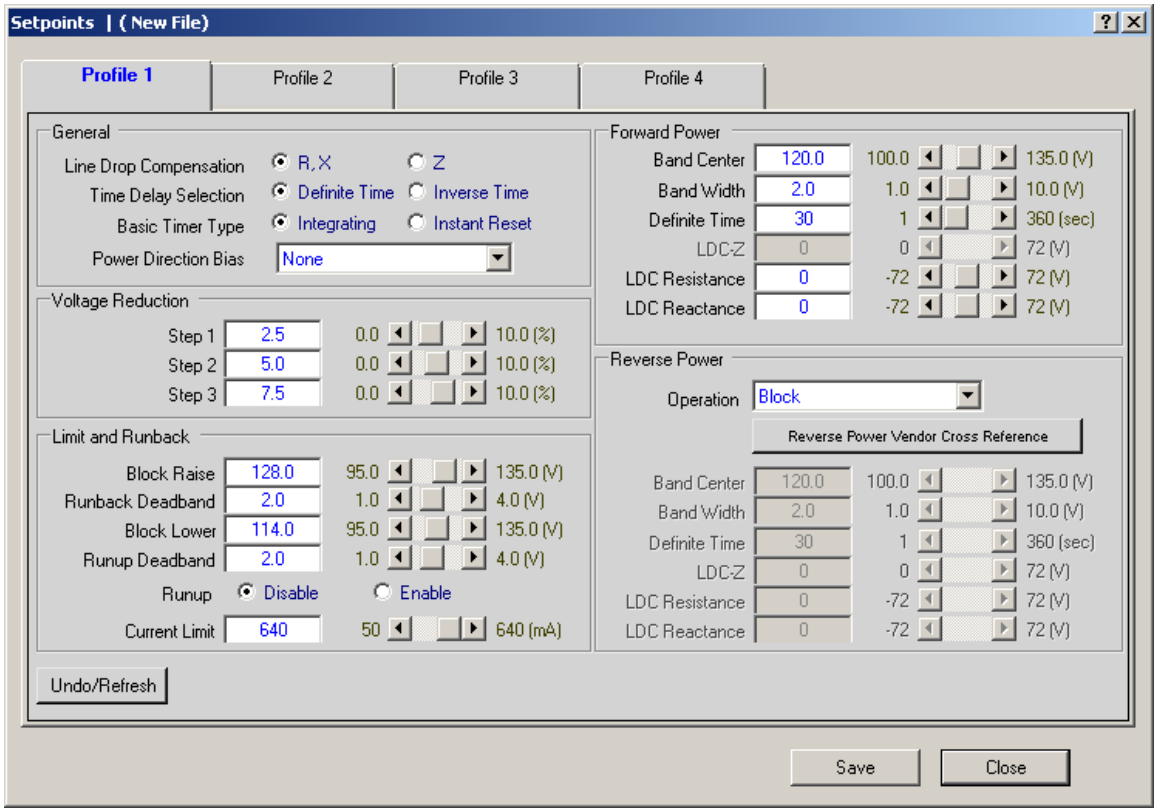

Figure 6-6 Setpoints Dialog Screen
1. Select **Setup/Setpoints** from the TapTalk® toolbar. TapTalk will display the Setpoints dialog screen (Figure 6-6).